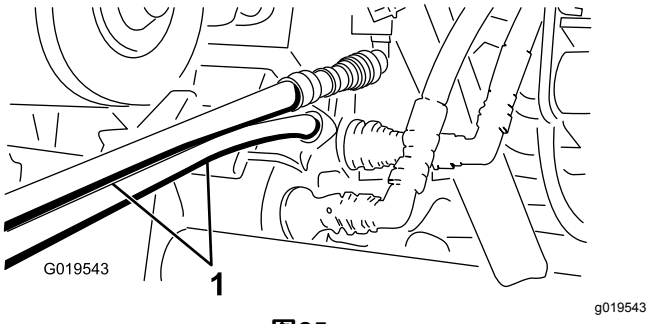

图85
5. 在另一台机器上将 2 个软管连接至仍在联轴器支架上的联轴器将顶部软管连接到顶部联轴器将底部软管连接至底部联轴器图85。